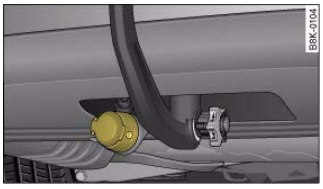

Fig. 213 Area below rear bumper: Electrical socket for trailer
– The cable of the towing bracket can be connected to the socket ⇒ *page 214,* fig. 213.